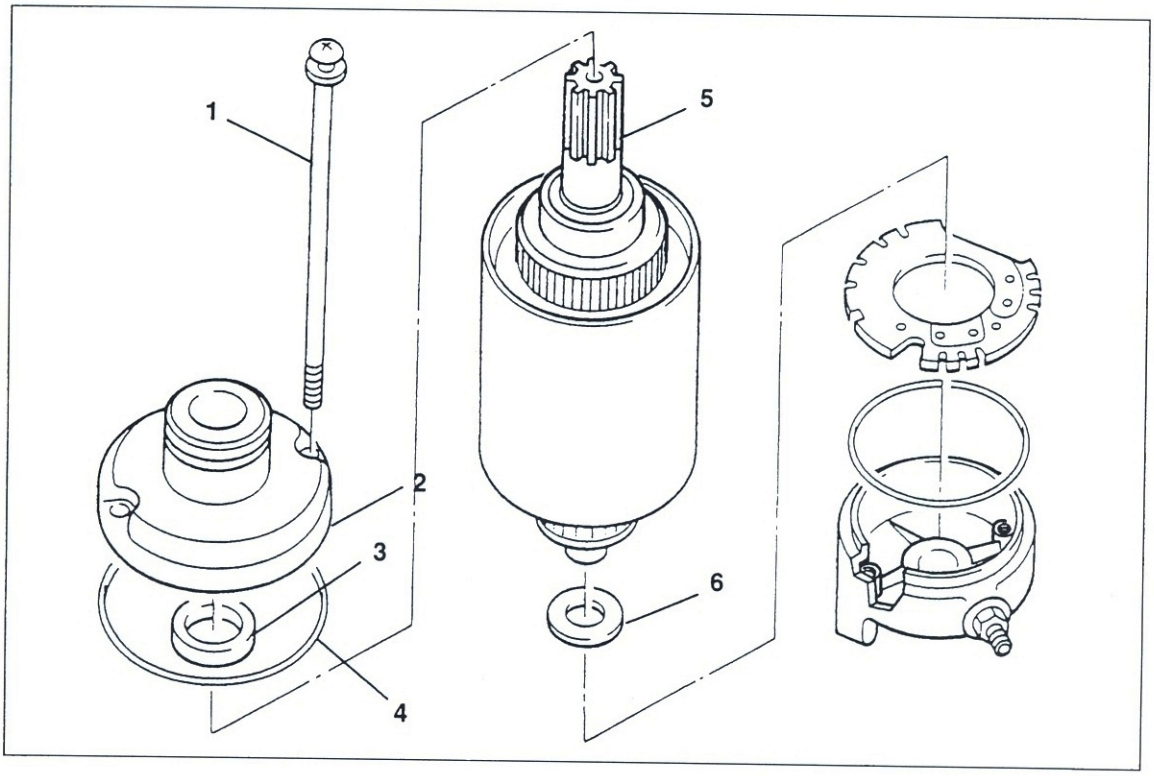

Bild 101
● Gehäuseschrauben ① Bild 101 ausdrehen und Lagerdeckel ② abziehen.
● Antriebslager so aufsetzen, dass Ausschnitt mit Gehäuseprägung fluchtet (Bild 111). Gehäuseschrauben ① Bild 101 anziehen.